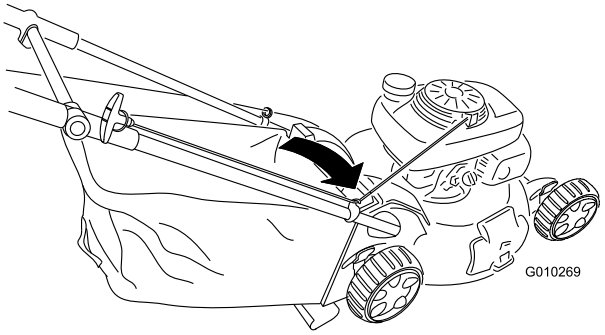

**Figur 28**
1. För in startsnöret längs den nedre styrningen (Figur 28).